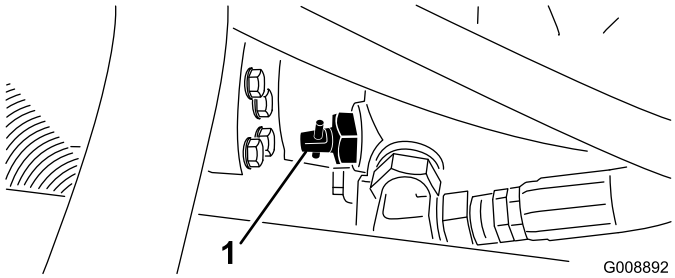

Figuur 45
1. Ga naar het omloopventiel op de pomp (Figuur 45) en draai deze 90°.